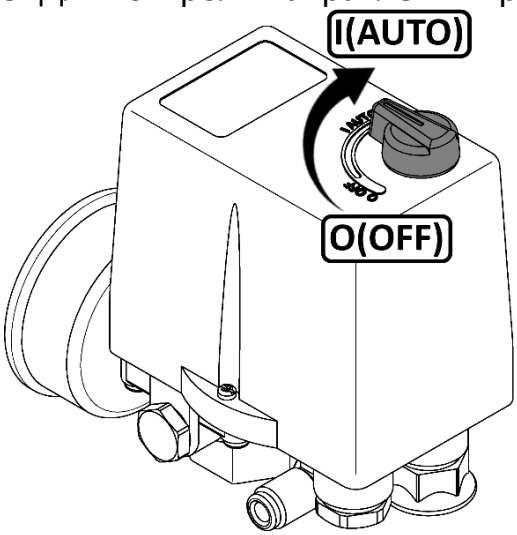

Рисунок 2
- Проверьте, чтобы выключатель на прессостате находился в выключенном положении "OFF" или "O", в зависимости от исполнения (см. рисунок 2).
1 Выключить компрессор выключателем на прессостате. Для этого необходимо переключить выключатель в положение "OFF" или "O", в зависимости от исполнения (см. рисунок 2). После этого остановится электродвигатель и произойдет сброс давления из нагнетательного воздухопровода и поршневого блока.